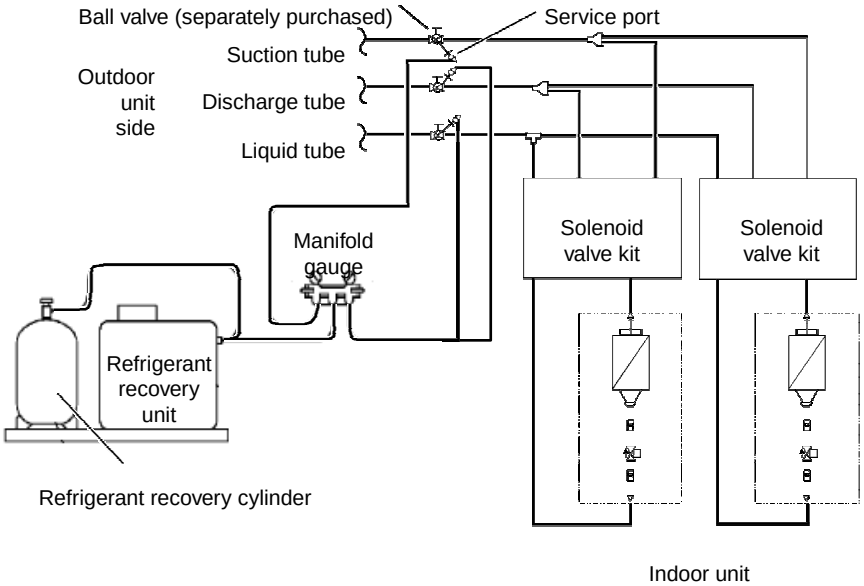

Fig. 8
(1) If a ball valve with a service port has been provided in the indoor unit as shown in Fig. 8, follow the instructions given in (2) through (6) below. If the service port is instead located in the outdoor side, follow the instructions in "5-2-3. Refrigerant recovery procedures (2)."
(2) After running the unit in Cooling mode for about 5 minutes as described in "5-2-1. Cooling operation (for all units)," fully close the discharge line, the liquid line ball valve, and indoor unit ball valve.
(3) Run the unit in Cooling mode for 10 to 20 minutes more.
(4) Fully close the suction line ball valve, and stop the operation of all units.
(5) Use hoses to connect the manifold gauge valves, refrigerant recovery unit, and refrigerant recovery cylinder with each other. (Fig. 8) Do each connection quickly to prevent air from entering the tubing.